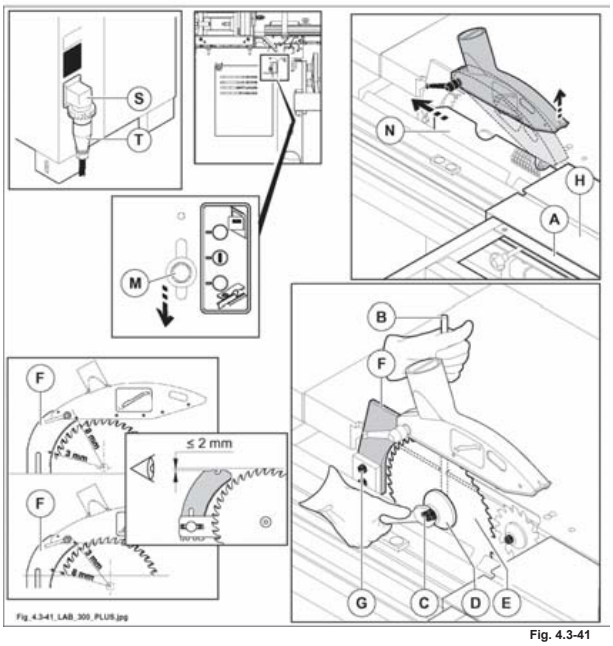

Fig. 4.3-41
2) Posizionare il telaio di squadro (A fig. 4.3-41) come in figura e traslare il carro vagone (H fig. 4.3-41) tutto a destra.
3) Abbassare la leva (M fig. 4.3-41) ed aprire la protezione (N fig. 4.3-41).
4) Inserire il perno (B fig. 4.3-41) nel foro della puleggia albero sega.
un finecorsa di sicurezza garantisce che con la protezione (N fig. 4.3-41) aperta il motore non possa essere avviato.
il dado di bloccaggio (C fig. 4.3-41) della lama sega è sinistrorso; per svitarlo occorre ruotarlo in senso orario.
5) Allentare il dado di bloccaggio (C fig. 4.3-41) con chiave esagonale da 24 mm, ed estrarre la flangia (D fig. 4.3-41).
6) Montare in sequenza la sega (E fig. 4.3-41), la flangia (D fig. 4.3-41) e il dado (C fig. 4.3-41) (per evitare eventuali vibrazioni, prima di montare la lama sega pulire accuratamente le flange).
7) Serrare il dado con la chiave da 24 mm utilizzando il perno (B fig. 4.3-41).
8) Regolare la posizione in altezza del coltello divisore (F fig. 4.3-41) allentando il dado (G fig. 4.3-41).
per motivi di sicurezza è obbligatorio richiudere la protezione (N fig. 4.3-41), altrimenti: